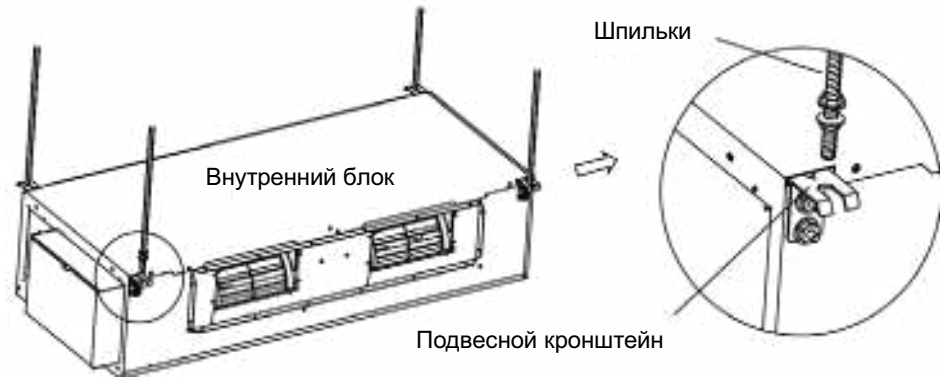

Рис.4.4
(3). Установите подвесной кронштейн на блок (См. Рис. 4.4).